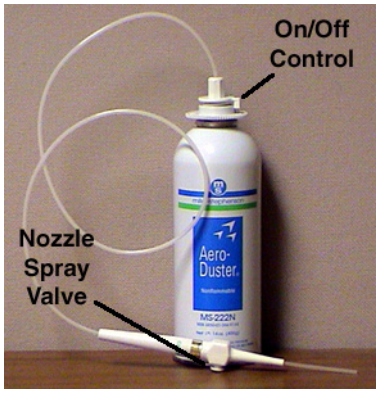

Figure F-5 Aero Duster and Spray System Attachment
- Always hold can upright as in Figure F-5 and clear the hose attachment by spraying away from any surface. Do this to ensure no liquid is discharged.